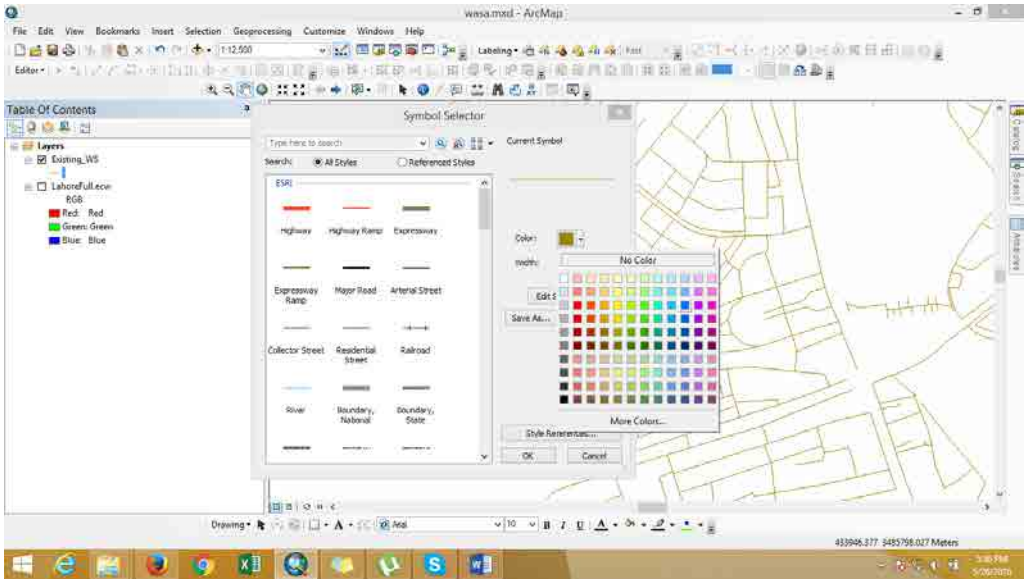

Figure 3.13. Statistics Window
- In the table of contents, click on color symbol below the name of existing water supply. Then symbol selector window is opened and select color "Cretan Blue" and select width 2 as shown in figure 3.13.